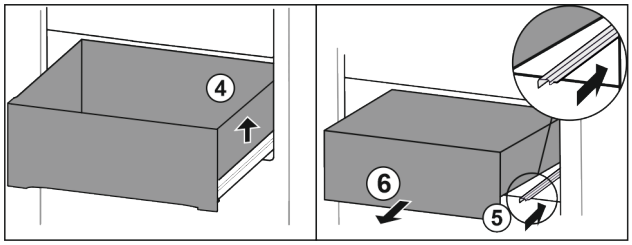

Fig. 91
▶ Lift drawer on the right. *Fig. 91 (4)*
▶ Insert right rail. *Fig. 91 (5)*
▶ Remove drawer to the front. *Fig. 91 (6)*